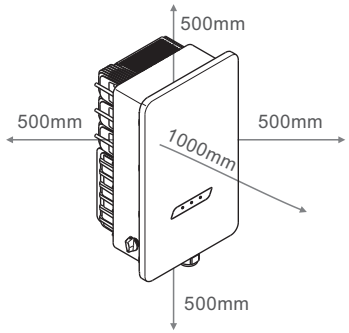

图5.2 逆变器的安装间隙
1. 按照图5.2，挂板孔距打四个膨胀螺栓孔（ST6.3*60 十字槽六角头自攻螺钉，HJ0108 10*50mm鱼型膨胀管），使用10mm型号钻头的冲击钻打孔时要保持钻头与墙面垂直，双手紧握手柄，把握好方向，不要摇晃，以免破坏墙面，造成孔倾斜。钻孔深度应为60mm。去除孔内灰尘后测量孔深，保持孔深一致。